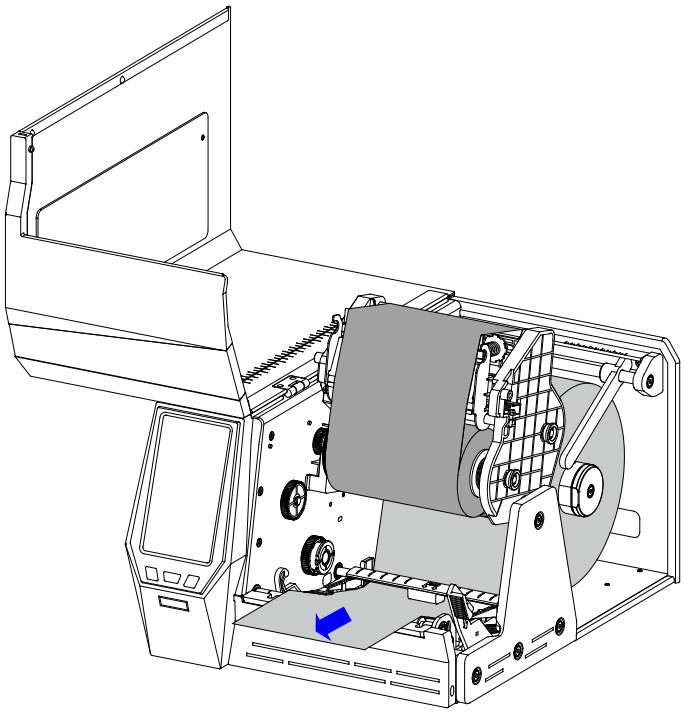

Figure 2-20 Load the Media
5. Thread the media along the Media Path as shown in Figure 2-4, loaded media is shown in Figure 2-20.